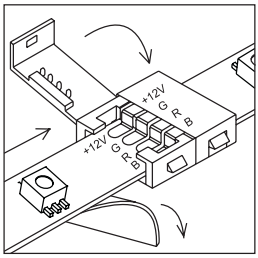

Рисунок 12
5.4 Соединение двух участков лент производите при помощи специальных двухсторонних коннекторов для стыкового соединения лент RGB (разъем-разъем) из набора LSCON-8-set9. Контакты коннектора должны войти по центру соответствующих дорожек, идущих по всей длине ленты (рисунок 12).